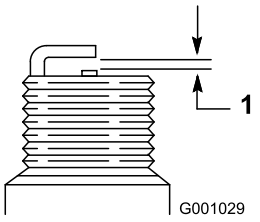

Figur 51
4. Justera elektrodgapet på det nya tändstiftet till 0,76 mm (Figur 51).